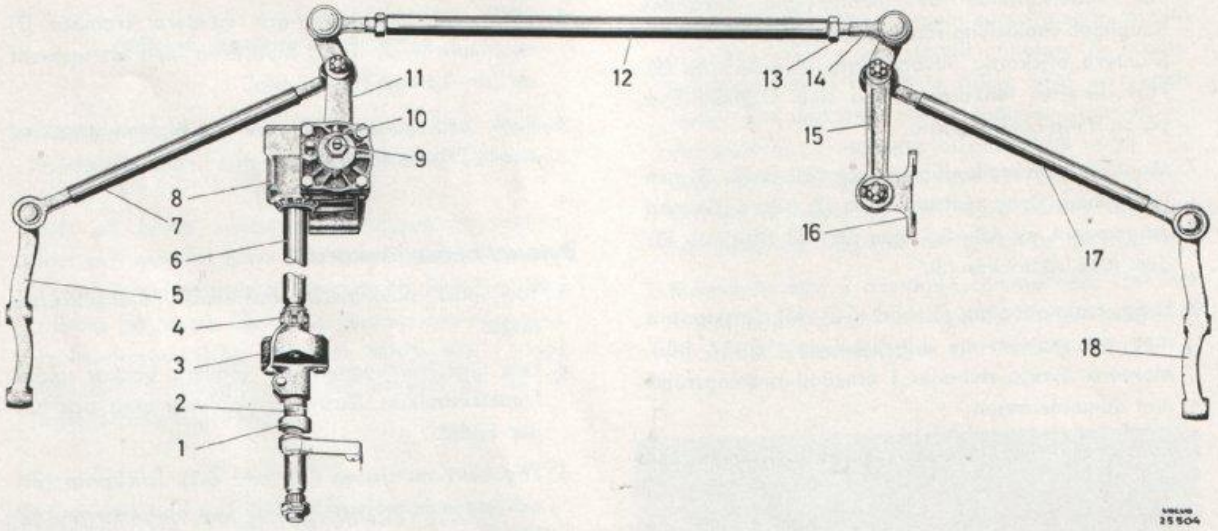
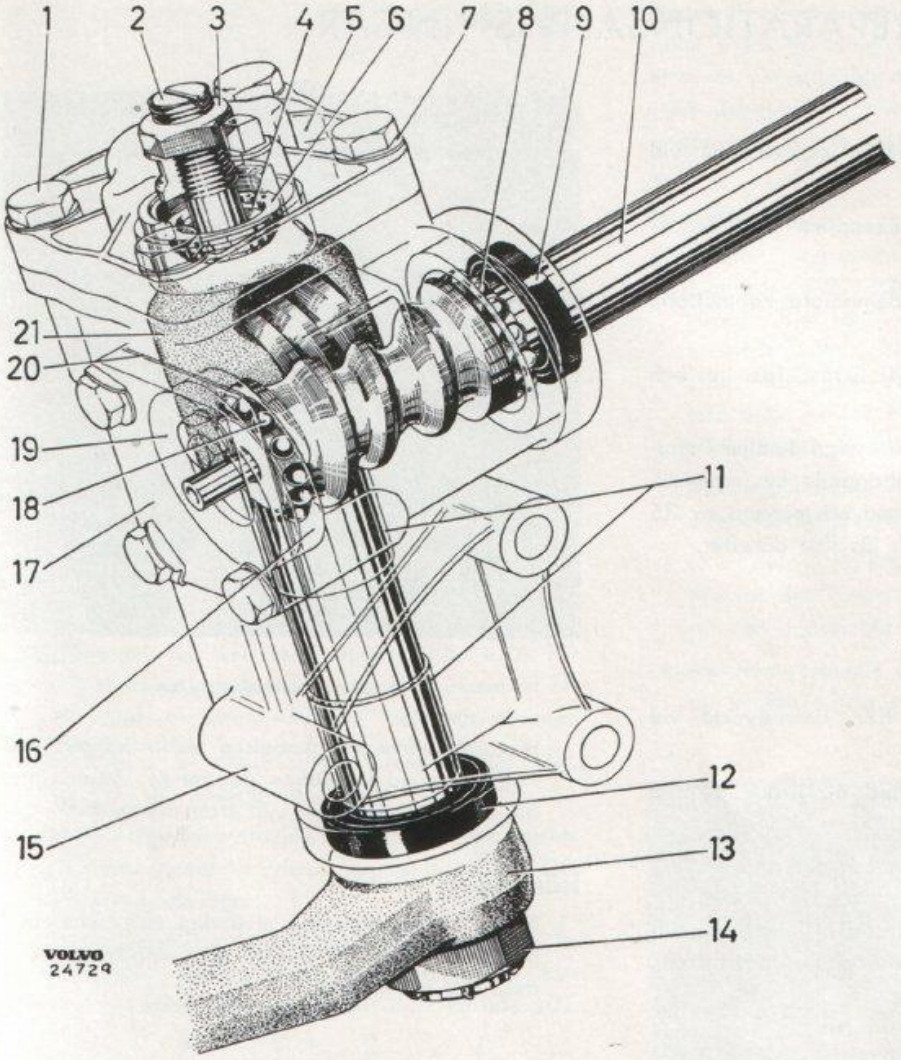
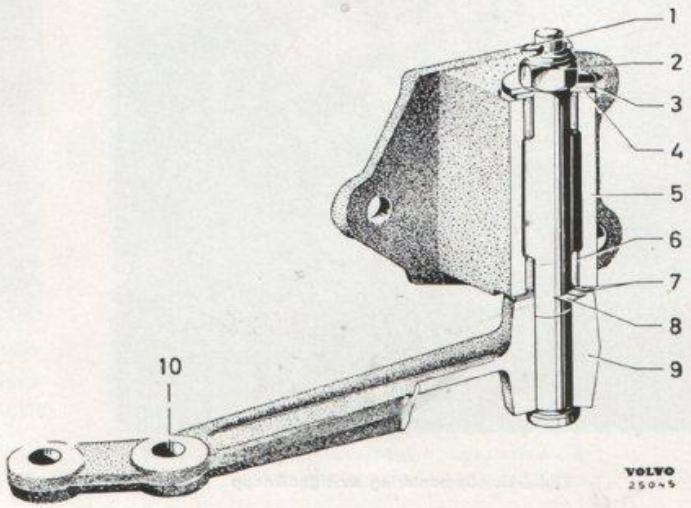
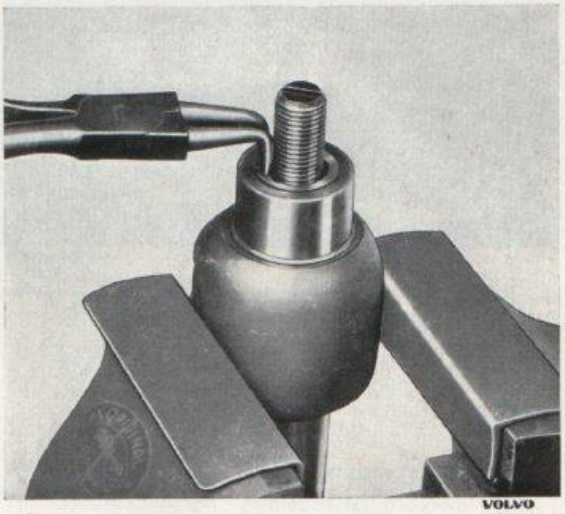

Bild 6-16. Styrinrättning
Bild 6-17. Styrsnäcka
Bild 6-18. Mellanarm med konsol
Bild 6-22. Demontering av justerskruv
Styrsnäckan (bild 6-17) är av typ "skruv och rulle". Mellanarmen (bild 6-18) är lagrad i nållager. Rattaxeln är delad i två delar (2 resp. 6, bild 6-16) förenade med en koppling (3). Övre rattaxeln är lagrad i ratt-röret (1). Stagens kulleder är plastfodrade vilket gör underhållssmörjning obehövlig.
2. Demontera de fyra skruvarna (1, bild 6-17) för övre locket (5), drag upp lock och styraxel en bit och tappa av oljan. Drag ut lock och styraxel.
3. Demontera skruvarna och nedre locket (17). Tag vara på justermellanläggen (20).
4. Slå försiktigt på rattaxeln (10) så att nedre lagrets ytterbana lossar ur huset. Tag ut rattaxeln (10) med skruv och lager.
5. Lossa låsmuttern (3) och skruva justerskruven (2) ur locket. Justerskruven kan demonteras från styraxeln sedan låsringen tagits bort, se bild 6-22.